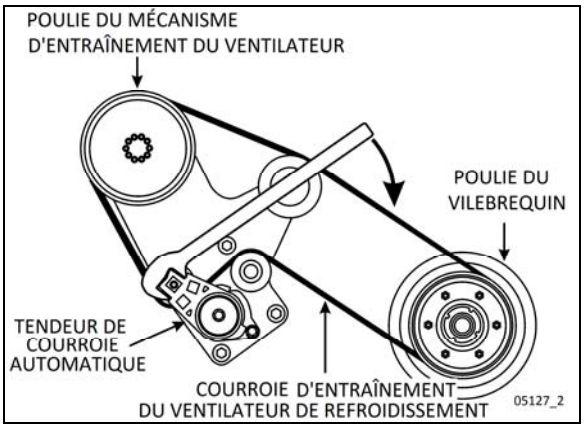

FIGURE 44 : PASSAGE DE LA COURROIE D'ENTRAÎNEMENT (MOTEUR VOLVO D13)
1. Enrouler la nouvelle courroie d'entraînement autour de la poulie du mécanisme d'entraînement du ventilateur, des poulies de renvoi et du tendeur automatique comme illustré à Figure 44.
2. À l'aide de l'outil spécial fourni avec votre véhicule (voir dans la boîte des dispositifs de signalisation située dans le premier compartiment à bagages, côté droit), tourner le tendeur automatique dans le sens horaire pour retirer la tension sur la courroie et tenir le tendeur en cette position (Figure 44).